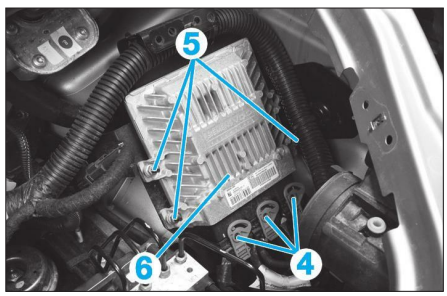

Fig. 30
• Déposer les 2 vis de fixation (2) du support.
• Basculer vers l'avant puis pivoter le calculateur de gestion de suspension pneumatique avec son support (3).
• Déposer le calculateur (3).
• Déconnecter les connecteurs (4) **(Fig.30)**.
- les 3 vis de fixation (5),
- le calculateur de gestion moteur (6).